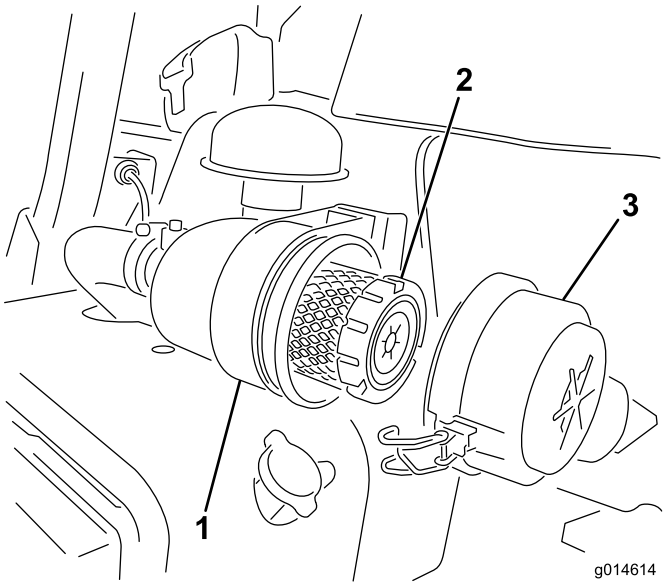

Figur 42
1. Lossa spärrhakarna som fäster luftrenarkåpan på luftrenarhuset (Figur 42).
6. Fäst spärrarna (Figur 42).